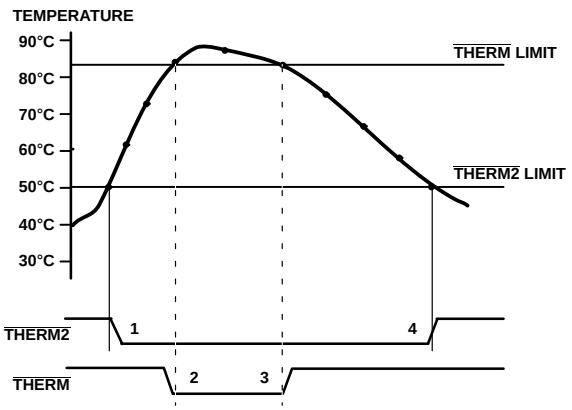

**Figure 20. Operation of the $\overline{\text{THERM}}$ and $\overline{\text{THERM2}}$ Interrupts**
Figure 20 shows how $\overline{\text{THERM}}$ and $\overline{\text{THERM2}}$ operate together to implement two methods of cooling the system. In this example, the $\overline{\text{THERM2}}$ limits are set lower than the $\overline{\text{THERM}}$ limits. The $\overline{\text{THERM2}}$ output is used to turn on a fan. If the temperature continues to rise and exceeds the $\overline{\text{THERM}}$ limits, the $\overline{\text{THERM}}$ output provides additional cooling by throttling the CPU.
- The $\overline{\text{THERM}}$ output deasserts (goes high) when the temperature falls to $\overline{\text{THERM}}$ limit minus hysteresis. In Figure 20, there is no hysteresis value shown.